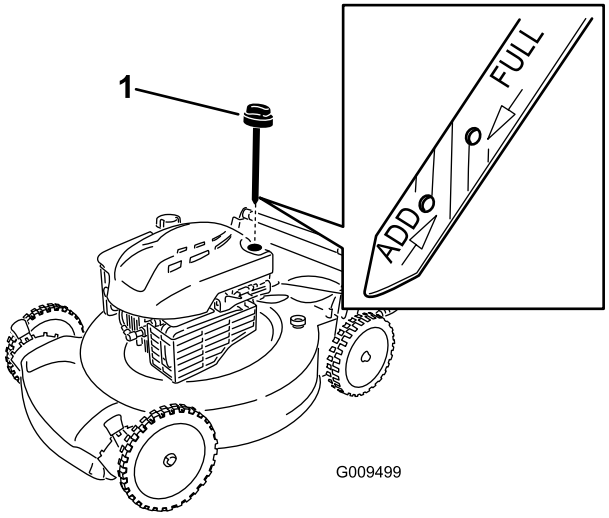

Figura 5
1. Retire la varilla (Figura 5).
2. Vierta **lentamente** aceite en el tubo de llenado hasta que el nivel llegue a la marca **"Full"** (lleno) de la varilla (Figura 5). **No llene demasiado.** (Capacidad